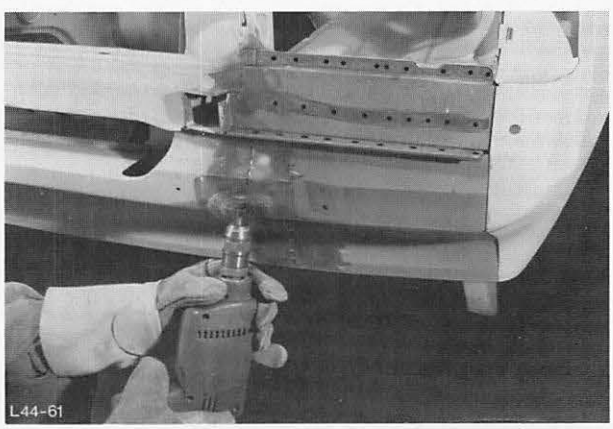

Abb. 56 Verbindungsnaht putzen
16. Verbindungsnaht, Kühlergitterblech und Schürze schleifen und putzen, Abb. 56.